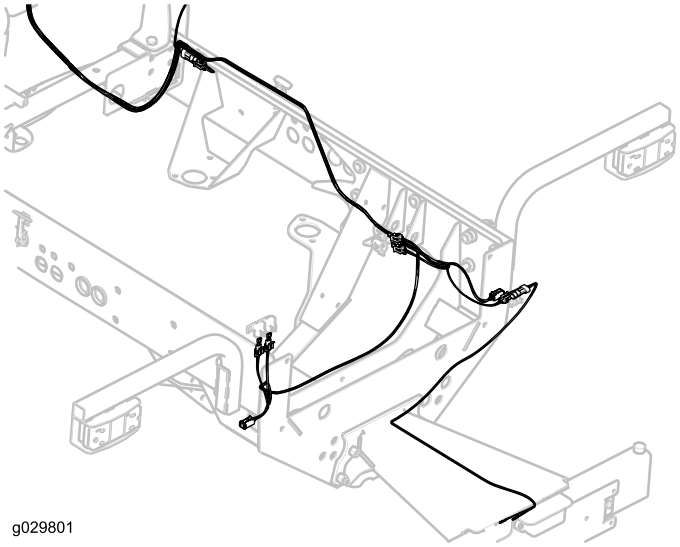

Bild 40
23. Verlegen Sie den Kabelbaum zur Nummernschildlampe und stecken den Kabelbaumanschluss ggf. in den Lampenanschluss (Bild 40).